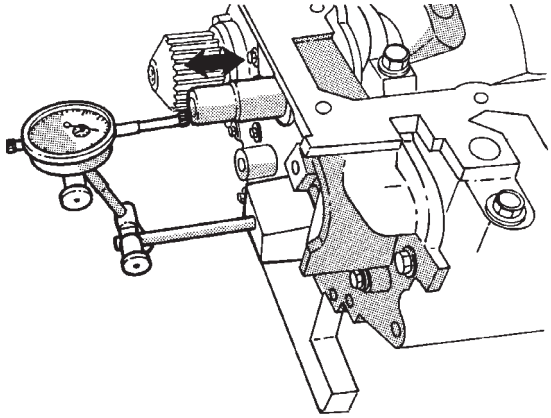

Abb. 9 Axialspiel der Kurbelwelle messen—Meßuhr
(1) Vorn am Motor eine Meßuhr anbringen und den Meßuhrtaster auf die Stirnfläche der Kurbelwelle setzen (Abb. 9).